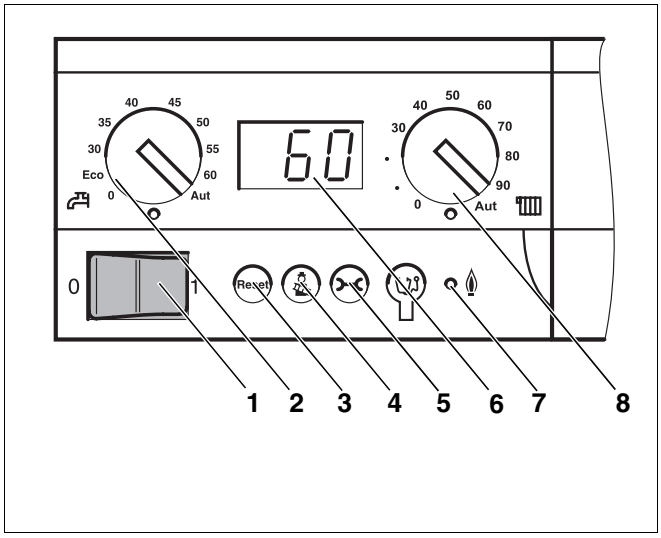

Rys. 39 Sterownik bazowy Logamatic BC10
- Pokrętła maksymalnej temperatury kotła (rys. 39, **poz. 8**) i zadanej wartości temperatury ciepłej wody (rys. 39, **poz. 2**) ustawić w położeniu 0.
- Włącznik główny (rys. 39, **poz. 1**) na sterowniku bazowym ustawić w położeniu "1".
W ten sposób włącza się cała instalacja grzewcza. W trakcie pierwszego uruchamiania miga przez chwilę "-" na wyświetlaczu (rys. 39, **poz. 6**), zanim wyświetlony zostanie komunikat "6Y". Komunikat usterki "6Y" pojawia się, ponieważ palnik w momencie dostawy znajduje się w położeniu usterkowym.
- Nacisnąć przycisk "Reset" na sterowniku BC10. Zapala się wskaźnik stanu na sterowniku BC10, a na wyświetlaczu (rys. 39, **poz. 6**) pojawia się wskazanie aktualnej temperatury wody w kotle w °C.